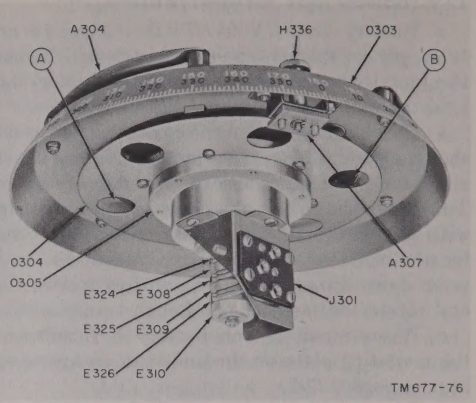

Figure 76. Azimuth disk and antenna mount, bottom view
(2) Remove locking antenna housing clamp (36).
(3) Remove the contact spring and jack assembly (J301) from the mounting flange.
(4) Remove the two $\frac{3}{16}$-inch thick ring nuts and washers (19 and 18) by using two flat wrenches, each of which has a thickness of one-eighth inch and a jaw opening of $1\frac{3}{4}$ inch.
(5) Insert a heavy screw driver or flat bars in each of the round holes A and B, figure 76, and *gently* force out the antenna support hub (5) and its attached locking disk (30) from the azimuth scale assembly. This will expose the ball bearings (3) and the two rubber O rings (4).
(6) To remove the antenna mount assembly from the azimuth disk, take out the eight screws and lockwashers (43 and 42) that attach the two assemblies together and lift up the antenna mount assembly. This will expose the three wired connections (1). *Do not cut these wires.*
(7) Remove the wires from the three terminal screws (2). This will free the antenna mount assembly and permit access to the three jamnuts and lockwashers (45 and 46) that hold the three antenna sockets (50), their nylon antenna socket insulations (49), and nylon insulating washers (47).
(8) To disassemble the contact ring assembly, remove the roundhead machine screw (26) and the three hexagonal nuts and lockwashers on the top of the terminal rod. The three antenna contact rings and insulators (21 and 22) can then be pulled apart.
(9) To remove the contact ring insulator stud (20), loosen the three set screws (15) on the side of the antenna mounting flange (55) and *gently* force out the stud.
(10) The further disassembly of the antenna mount assembly and the azimuth disk assembly require no detailed instructions.
c. Reassembly. To reassemble the azimuth disk assembly, follow the disassembly procedure in reverse order. Be sure to lubricate the parts referred to in (1) below and to adjust the fit of the ball bearings as instructed in (2) below. Rewire the assembly as instructed in (3) below.